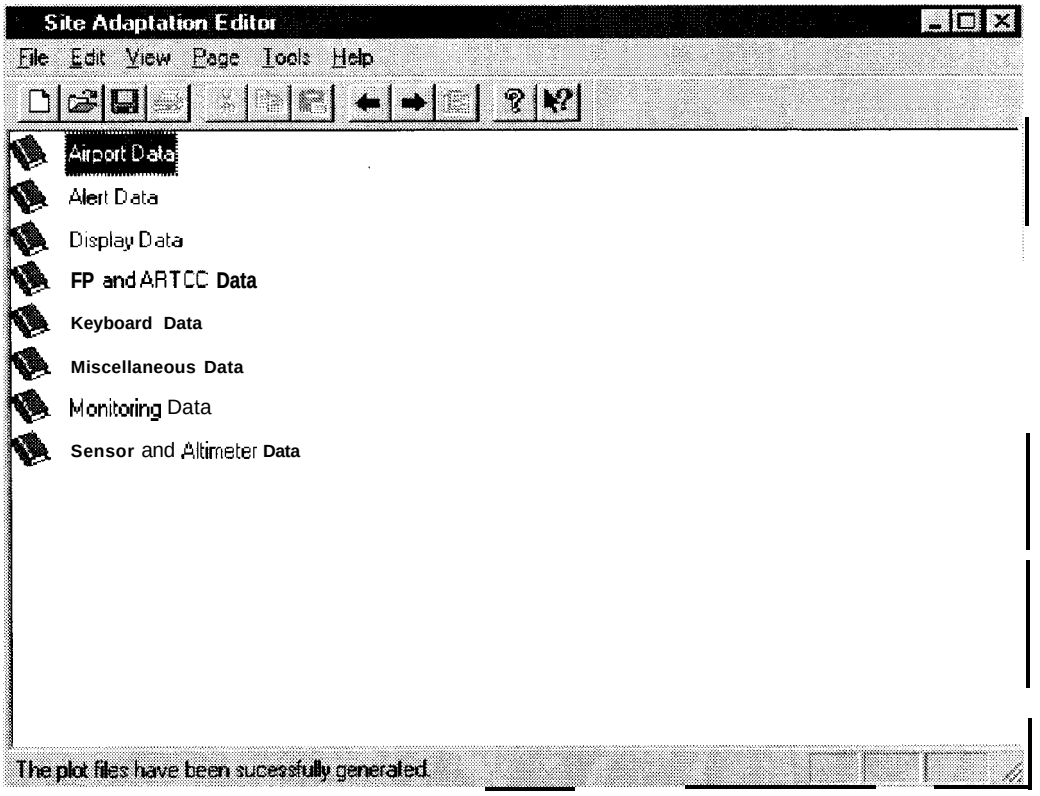

FIGURE 4-47. SUCCESSFUL SAVE OF PLOT FILE MESSAGE SHOWN IN STATUS BOX
(2) A successful generation message is displayed in the Status bar (Figure 4-47) when the plot file is generated.